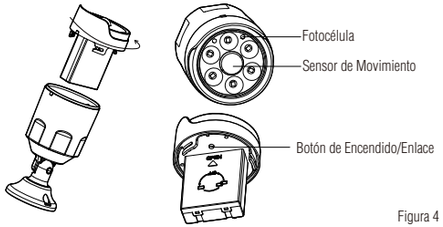

Figura 4
2. Para operar las luces con función de enlace, pulse el botón de encendido/enlace dos veces en cada luz para enlazar. Se activa una luz roja durante 3s en cada luz para indicar que se ha enlazado con éxito. (Figura 4)